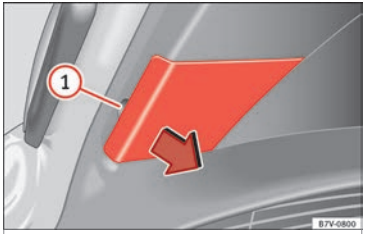

Fig. 110 On the rear lid: Remove the cover.
2.	Extract the cover carefully using the flat part of the screwdriver from the vehicle tool kit as a lever (>>> Fig. 99) on the indent >>> Fig. 110 (1).